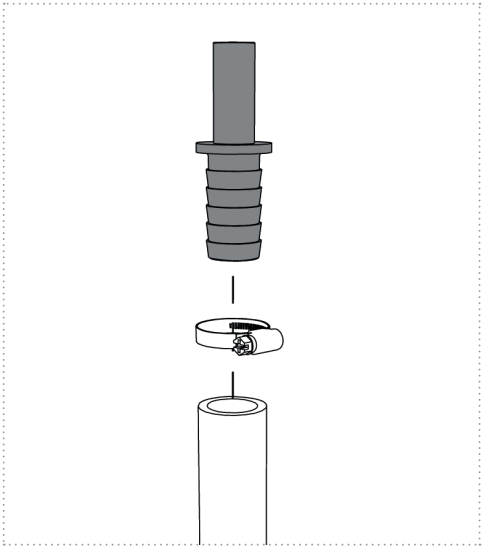

Figure 8
2. Enfilez le tuyau provenant de la pompe sur le « raccord à emboîtement » approprié fourni dans l'emballage et fixez-le avec un collier de serrage (*figures 8 et 9a*).
3. Enfilez le tuyau partant de l'unité UV sur le « raccord à emboîtement » approprié fourni dans l'emballage et fixez-le avec un collier de serrage (*figures 8 et 9a*).